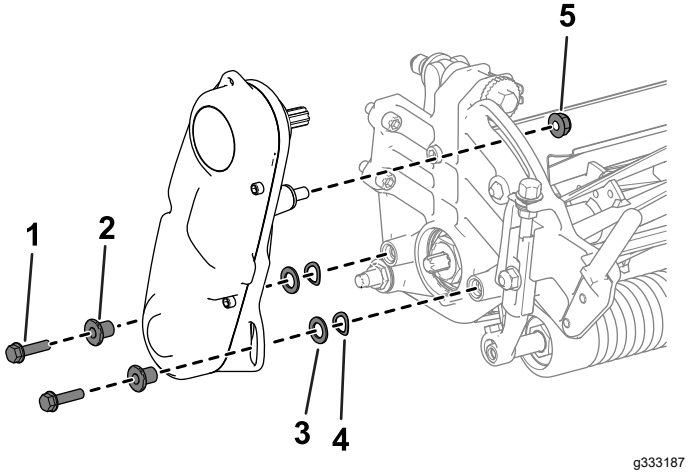

Figuur 3
1. Verwijder het bevestigingsmateriaal waarmee de aandrijving van de messenkooi aan de zijplaat is bevestigd (Figuur 3).
2. Verwijder de aandrijving van de messenkooi, de platte ringen, de veerringen en afstandsstukken van de zijplaat (Figuur 3).